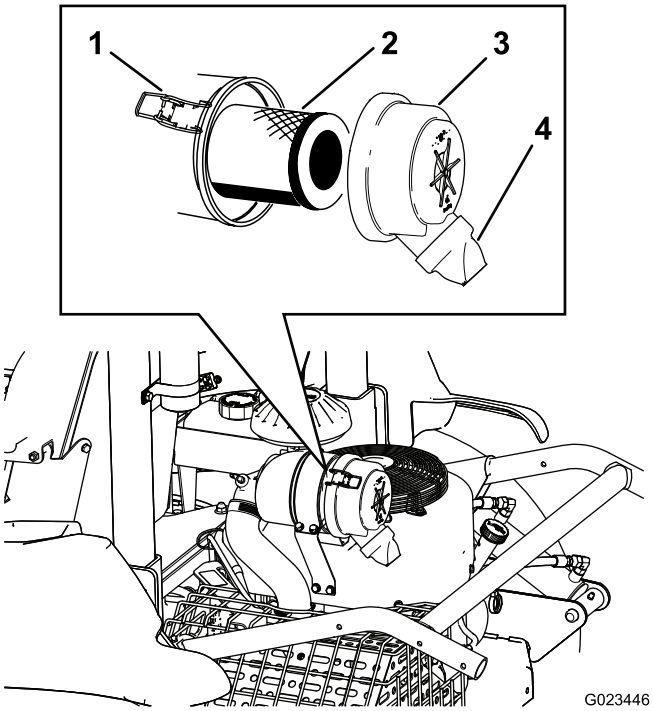

Figur 43
2. Utløs låsene som fester luftrenserdekslet til luftrenserhuset (Figur 43).